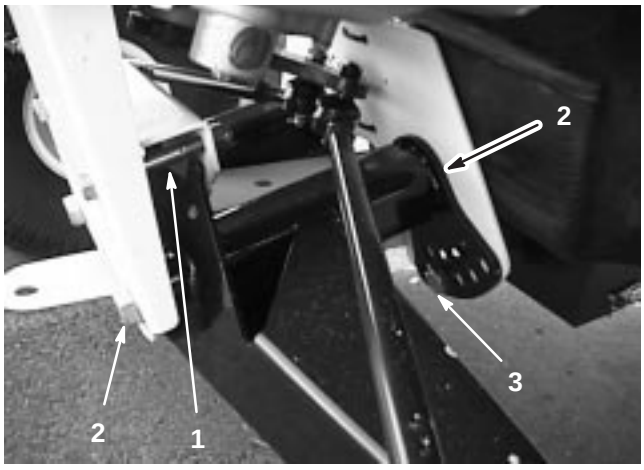

Figur 32
2. Ta bort rörelsebegränsarbulten (figur 32).
3. Lossa centreringsbulten på den främre ”A”-ramen (figur 32).
4. Ta bort justerskruven för markfrigång (figur 32).
5. Rotera den främre ”A”-ramen till önskat läge (se anmärkningen nedan) och sätt tillbaka justerskruven för markfrigången (figur 32).
7. Sätt tillbaka rörelsebegränsarbulten (figur 32).